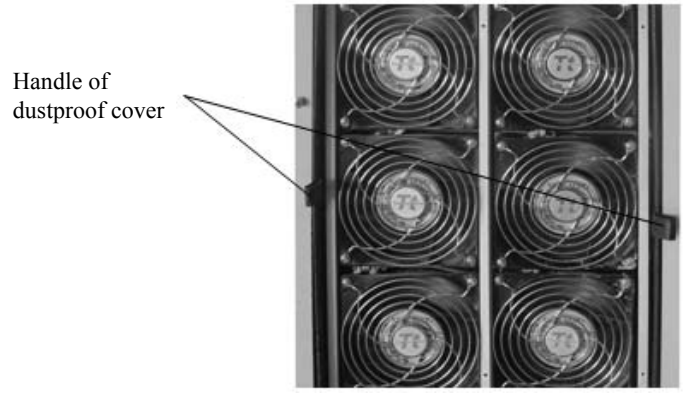

Figure 10-4-39
a)Hold the side handles of the cooling fan, and pull out the two dustproof covers, as Figure 10-4-39 shows: